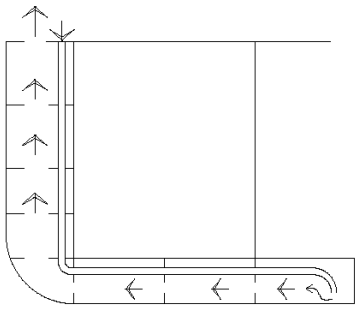

Figure 1 Ventilation by means of portable fan/inert gas fan and purge pipe
2. Using portable gas-feeing fan fitted to tank openings with hose or pipe led to bottom of the tank. Discharge may be through hatch or manhole (see Fig. 1).